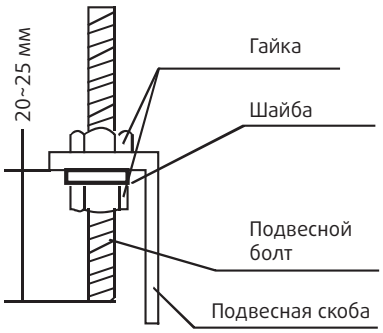

рис. 5-6
- Во избежание протечек убедитесь, что блок расположен горизонтально (используйте уровень) (рис. 5-6):